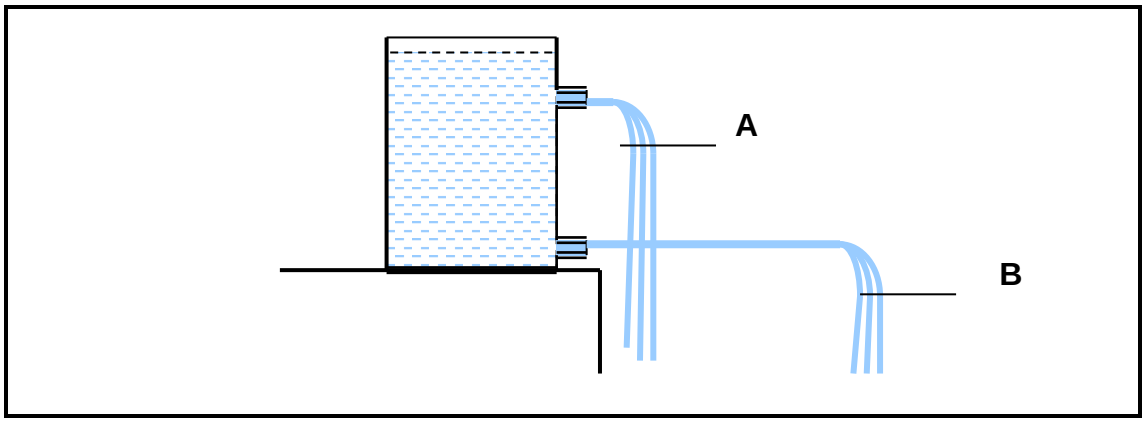

FIGUUR 2
Verduidelik waarom daar 'n verskil in druk in die uitlate van die watertenk in FIGUUR 2 is. (4)